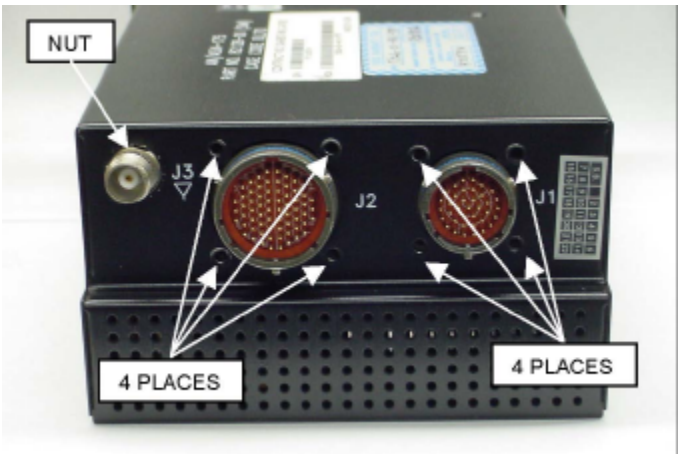

Figure 14
f. Reinstall nut to secure coaxial connector J3 (Fig. 14).
g. Reinstall screws four to secure connectors J1 and J2 (Fig. 14).